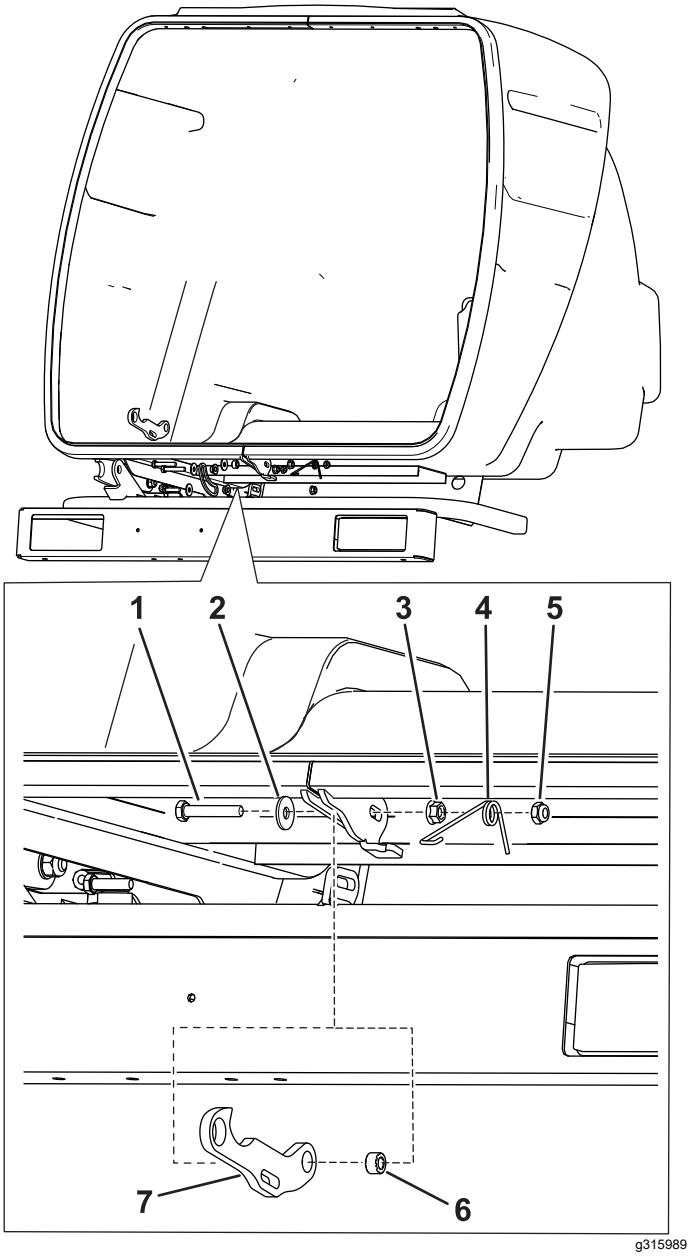

Bild 3
1. Befestigen Sie den Haken und den Abstandshalter an der Fangbox mit einer langen Schraube, einer Unterlegscheibe, einer Flanschmutter, einer Feder und einer Sicherungsmutter (Bild 3).